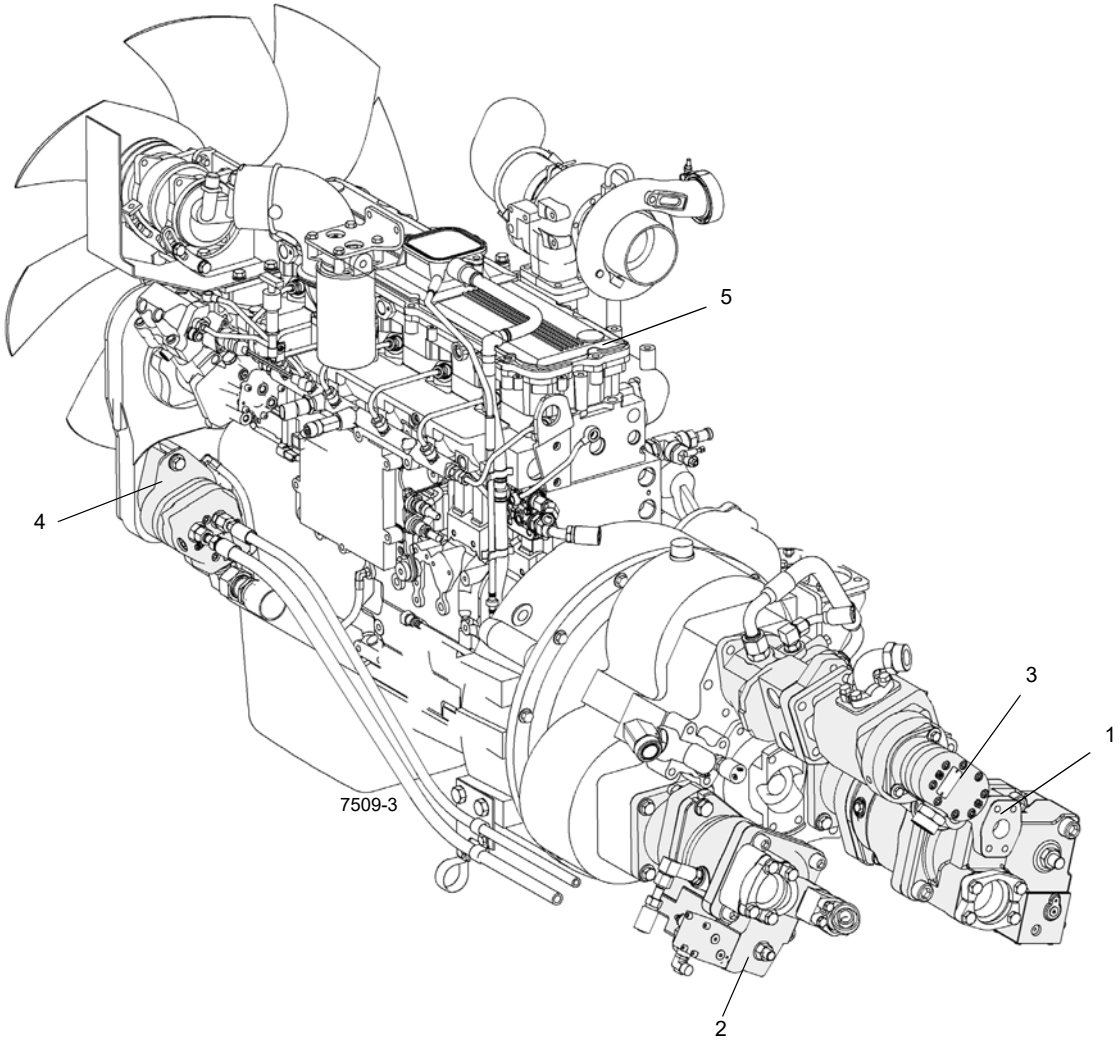

FIGURA 2-6
**NOTA:** Consulte a Figura 2-6 para saber a localização das bombas.